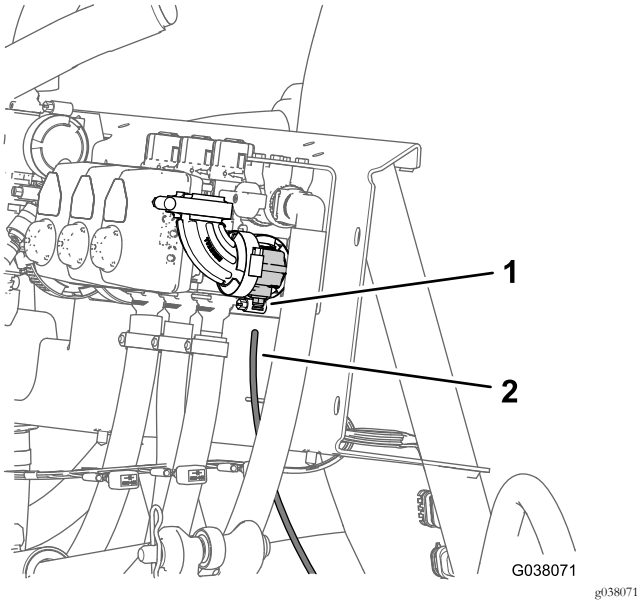

Figura 124
1. Alinee el extremo del tubo del sensor de presión (plástico) del indicador de presión del salpicadero con el anillo de bloqueo del acoplamiento del tubo (Figura 124).
2. Inserte el tubo del sensor en el anillo de bloqueo hasta que el tubo esté correctamente asentado (Figura 124).